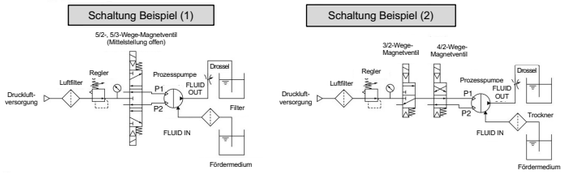

Abb. 3. Schaltkreisbeispiele für pneumatisch betätigte Ausführung
< Ein- und Ausschalten > Siehe Schaltkreisbeispiele [Abb. 3].
Anm. 2: Verwenden Sie als Magnetventil ein 5/2-Wege-Ventil mit geöffneter Mittelstellung oder eine Kombination aus einem 3/2-Wege-Restdruckentlüftungsventil und einem 4/2-Wege-Pumpenantriebsventil. Wenn bei Anhalten der Pumpe nicht der Restdruck der Antriebskammer abgelassen wird, ist die Membran einem Druck ausgesetzt, was ihre Lebensdauer erheblich verkürzt. Siehe Schaltkreisbeispiele (1) und (2) [Abb. 3].